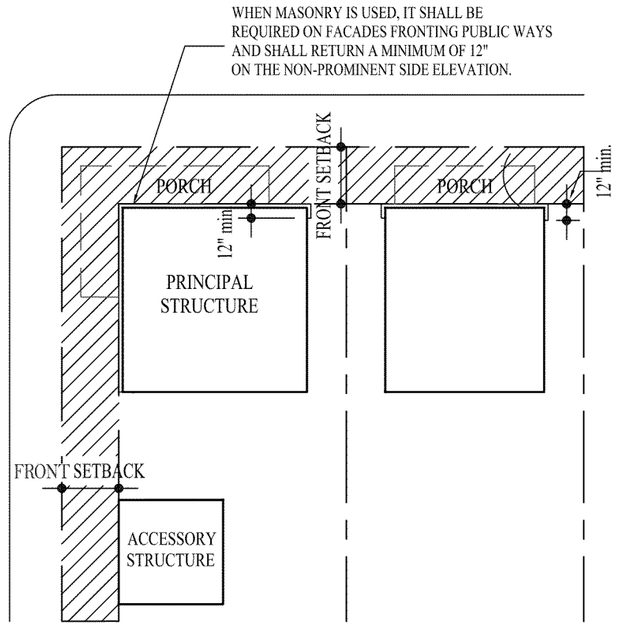

*Figure 9*
2. On Corner Lots, porches on the entry façade shall wrap the non-entry façade a minimum length and depth equivalent to the depth of the front porch, unless otherwise approved by the Village. See Figures 9 and 10.